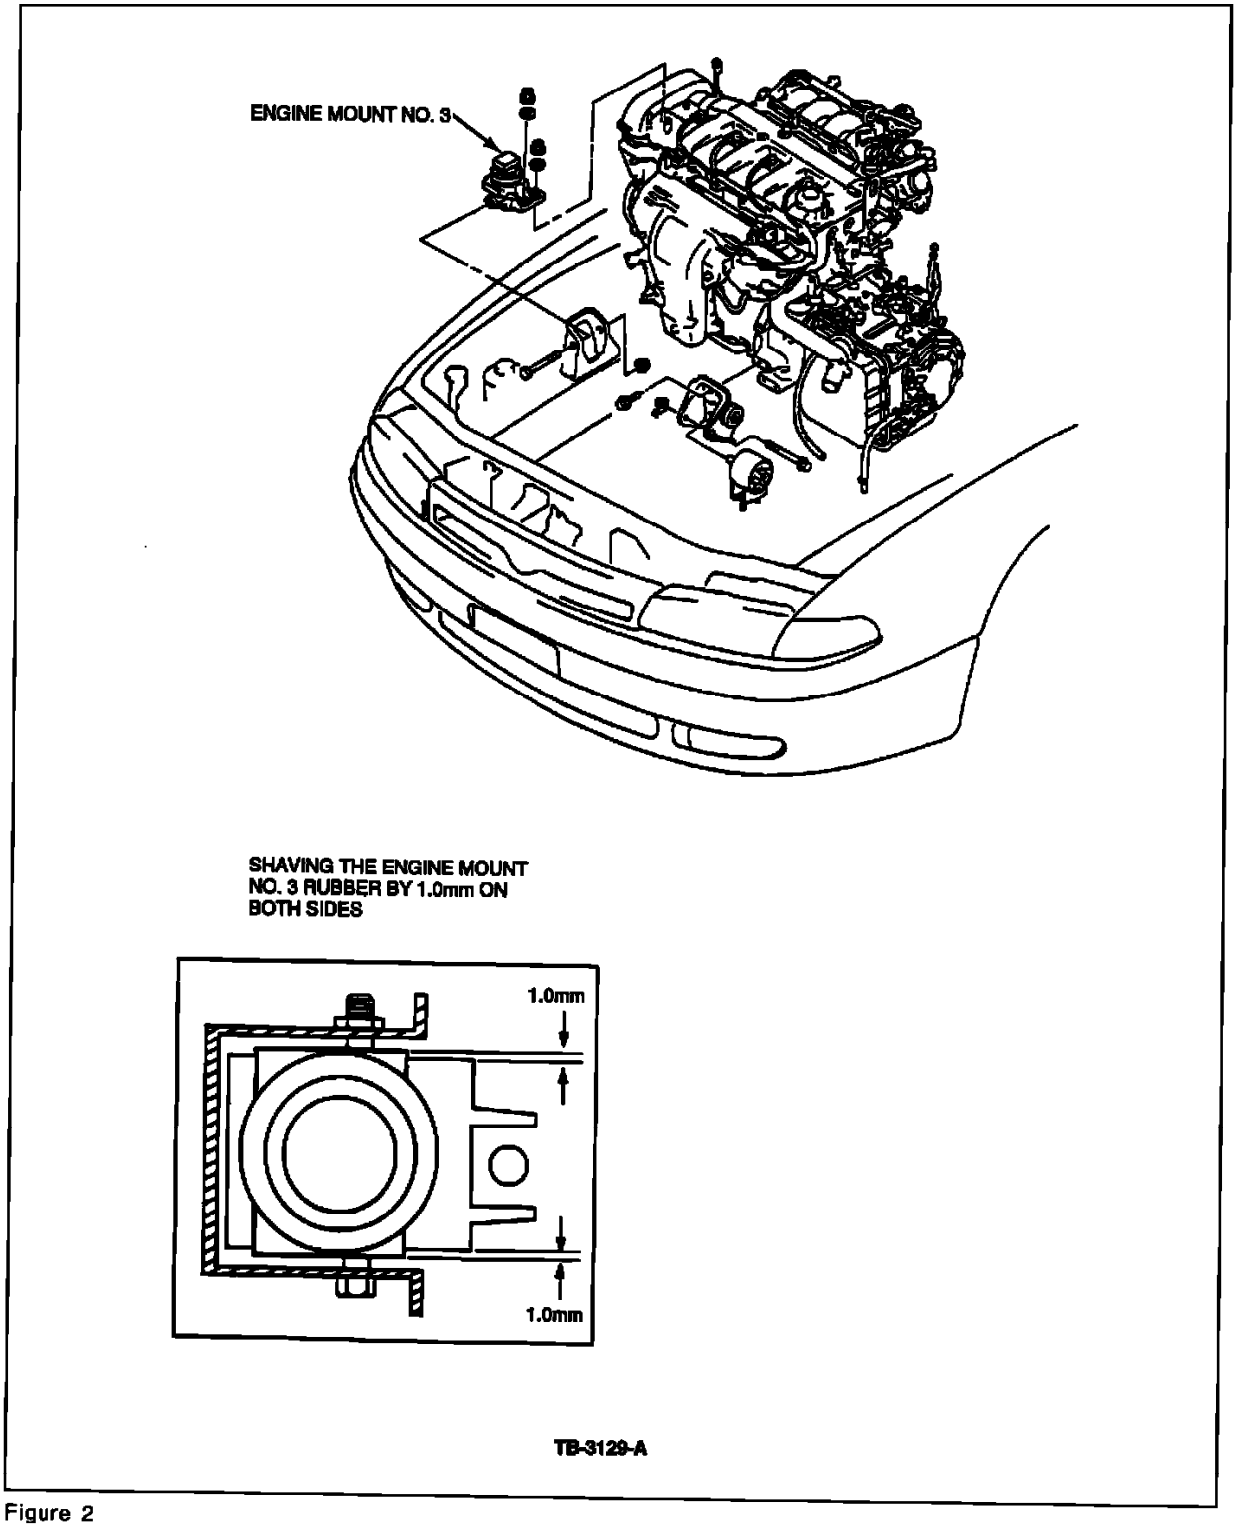

Figure 2
b. With a hacksaw or grinder, shave 1.0 mm of material off both sides of the rubber as shown in Figure 2.